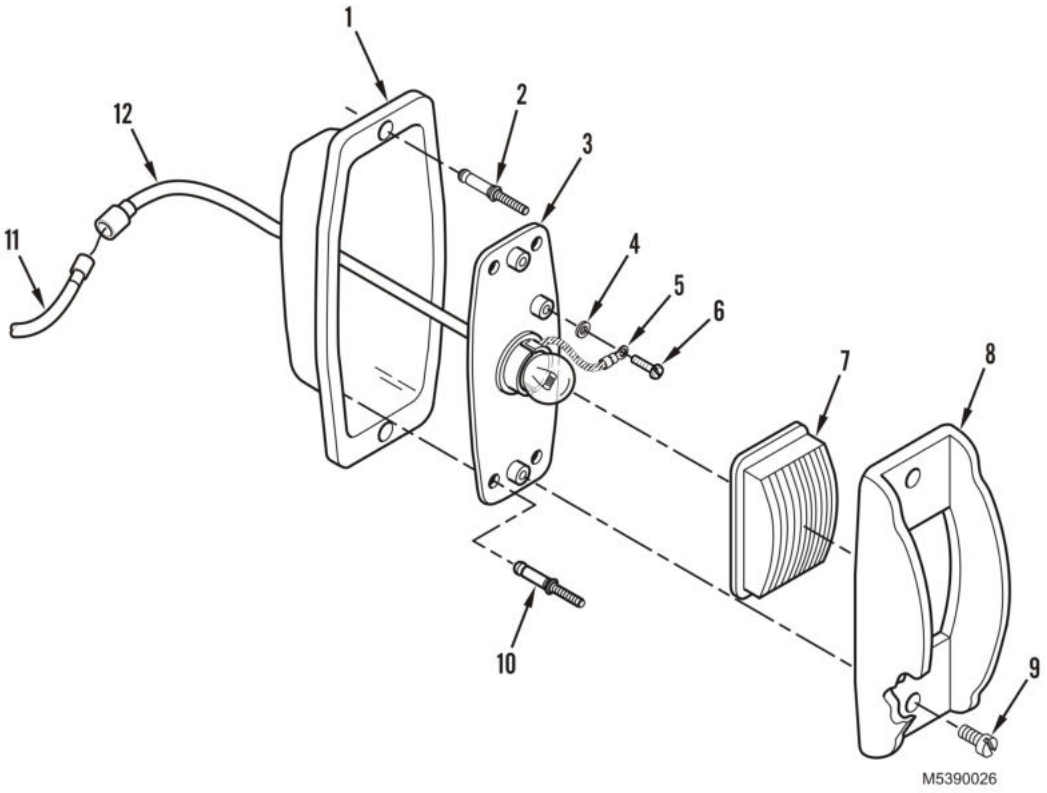

Figure 3. Lamp Assembly with Bulb Installation.
1. Install light assembly (Figure 3, Item 3) into housing (Figure 3, Item 1).
2. Install four new rivets (Figure 3, Item 10) securing light assembly (Figure 3, Item 3) to housing (Figure 3, Item 1).
3. Install capscrew (Figure 3, Item 6) and washer (Figure 3, Item 4) securing ground wire (Figure 3, Item 5) to light housing (Figure 3, Item 3).
4. Connect lead (Figure 3, Item 12) to wiring harness (Figure 3, Item 11).
5. Install housing (Figure 3, Item 1) into cargo body and install two new rivets (Figure 3, Item 2) securing housing to cargo body.
6. Position lens (Figure 3, Item 7) and retainer (Figure 3, Item 8) on light assembly (Figure 3, Item 3).
7. Install two screws (Figure 3, Item 9) securing lens (Figure 3, Item 7) and retainer (Figure 3, Item 8) to light assembly (Figure 3, Item 3).